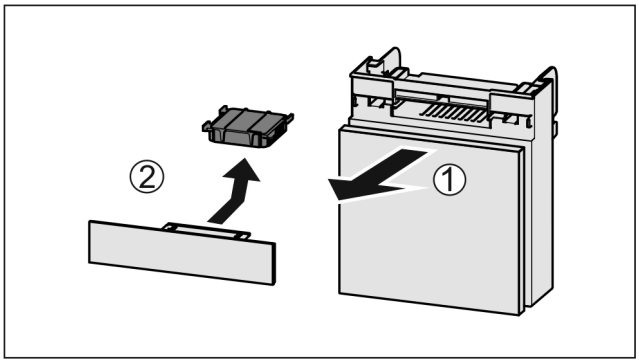

Fig. 137
▶ Extrageți *Fig. 137 (1)* compartimentul către înainte.
▶ Scoateți *Fig. 137 (2)* filtrul de cărbune activ.